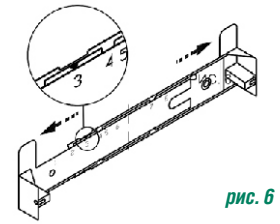

*рис. 6*
6.3 Крепление кронштейна к стене (рис. 6, 7).
- прежде чем прикрепить кронштейн к стене, необходимо выставить его на нужный размер (равный ширине верхней фальштрубы) (рис.6). Увеличьте размер кронштейна (если это необходимо) и установите фиксатор напротив цифры, соответствующей Вашей вытяжке (см табл.3, графа N).